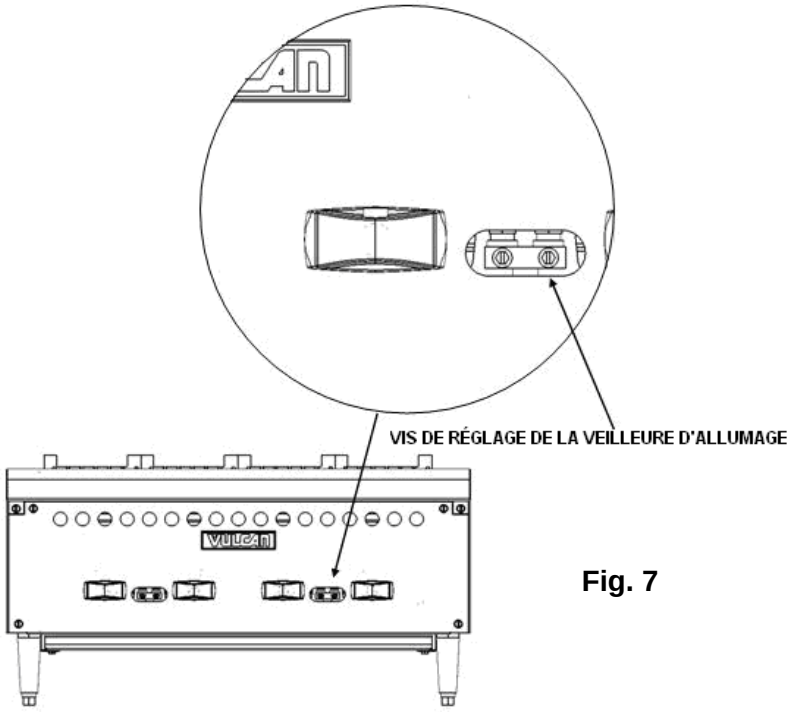

Fig. 7
À l'aide d'un tournevis à tête plate, tournez la vis à tête hexagonale fendue de réglage de la veilleuse d'allumage dans le sens des aiguilles d'une montre pour diminuer la flamme et dans le sens contraire des aiguilles d'une montre pour augmenter la flamme. Voir Fig. 7.
2. Retirez les grilles supérieures et les radiants. Ouvrez le robinet d'arrêt principal du gaz Allumez les veilleuses à l'aide d'une tige pour allumer les bougies. Réglez la vis de la soupape de la veilleuse (voir Fig. 7 à la page 9) jusqu'à ce que la flamme de la veilleuse ait une légère pointe jaune.